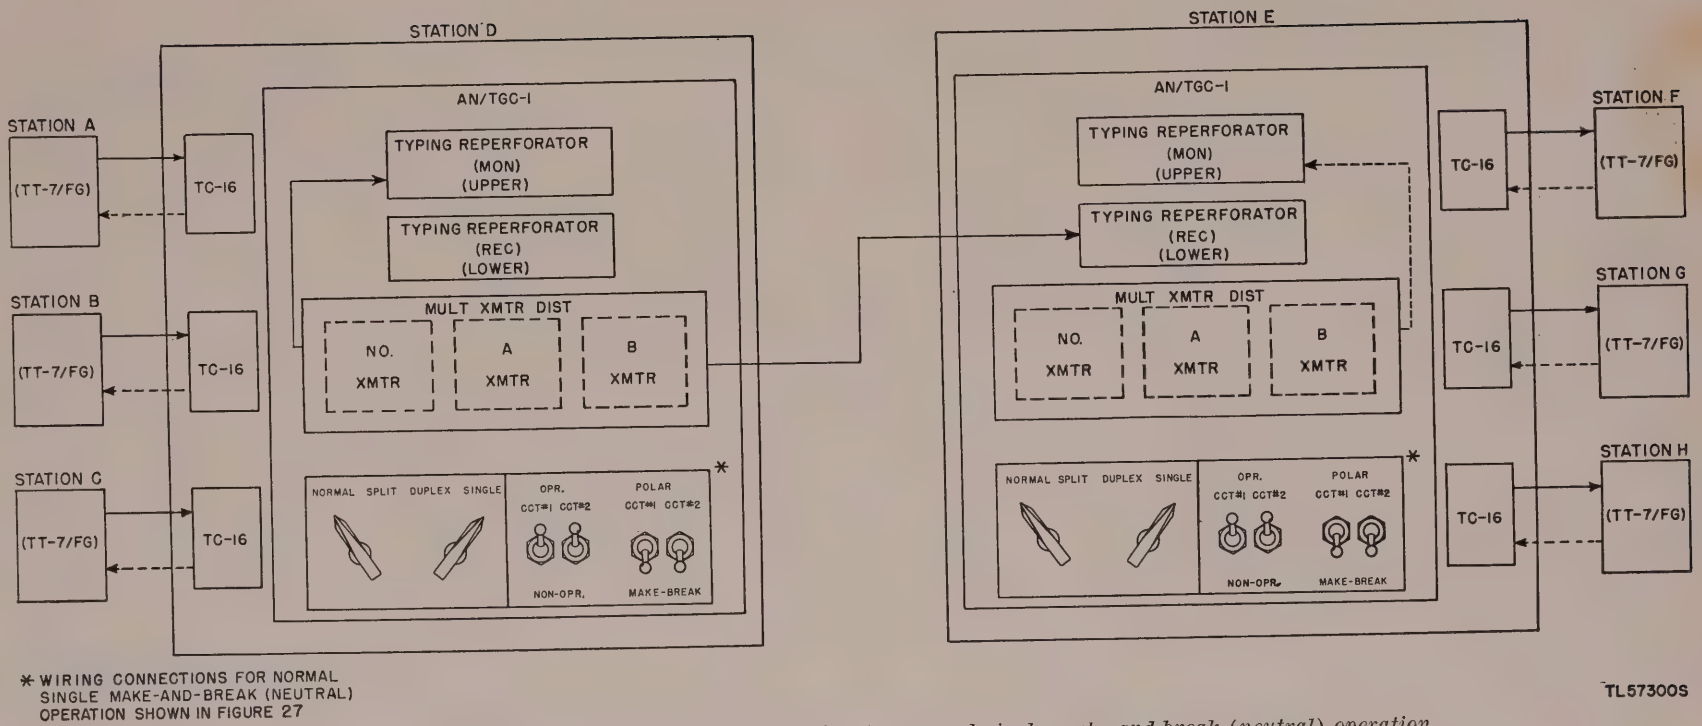

Figure 8. Teletypewriter Sets AN/TGC-1, application for normal single make-and-break (neutral) operation.
9. Application for Normal Single Operation (fig. 8)
b. Where a full duplex circuit is not available, AN/TGC–1 and AN/TGC–1A may be arranged for make-and-break (neutral) operation over a half-duplex (single) circuit, as shown in figure 8. Since transmission and reception cannot be carried on simultaneously, for purposes of illustration transmission between stations D and E is shown in one direction only, although station E can transmit to station D (but not at the same time station D is transmitting to station E). Figure 8 shows distant stations A, B, and C connected to Teletypewriter Sets TC–16 on full duplex circuits. At station D the tape is transferred manually to Teletypewriter Set AN/TGC–1, with wiring and switches set for normal single neutral operation, and is transmitted to another AN/TGC–1, arranged for normal single neutral operation, at station E. During transmission of the message, the receiving (lower) typing reperforator at station D is locked out. During reception at station E the monitoring (upper) typing reperforator and transmitter units are locked out; the red break lamp (on the signal indicator panel) lights to indicate the transmitter units are locked out.